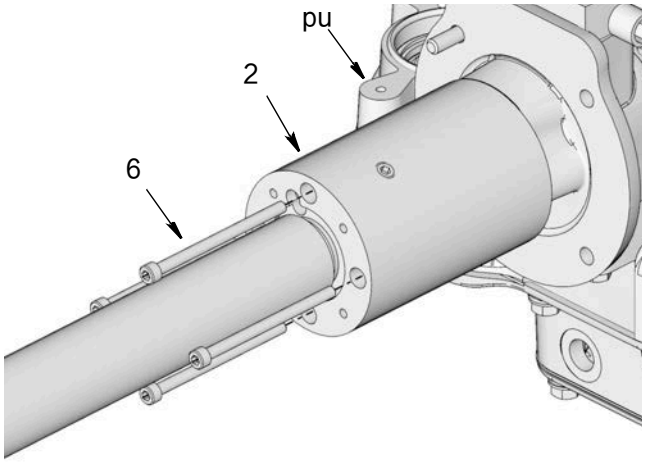

图 48
24. 使用螺丝 (6) 将泵适配器 (2) 固定到泵上部 (pu)。用套筒牢牢固定螺丝（图 48）。用 7–9 英尺磅（9–12 牛 • 米）的扭力拧紧。